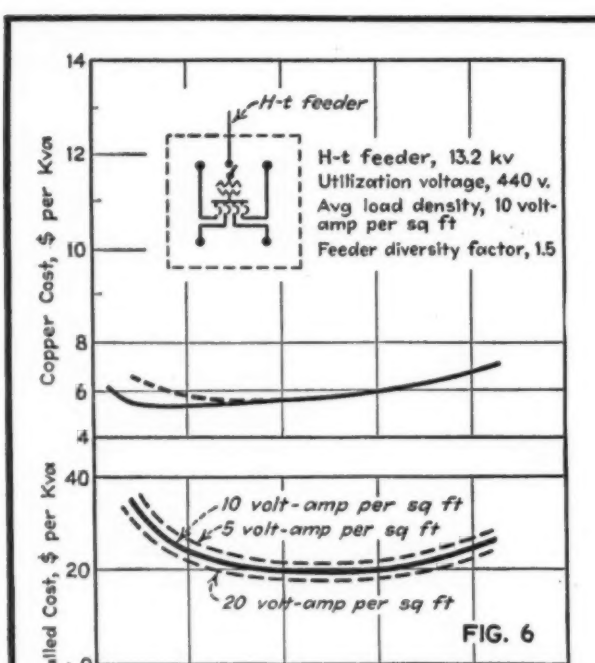
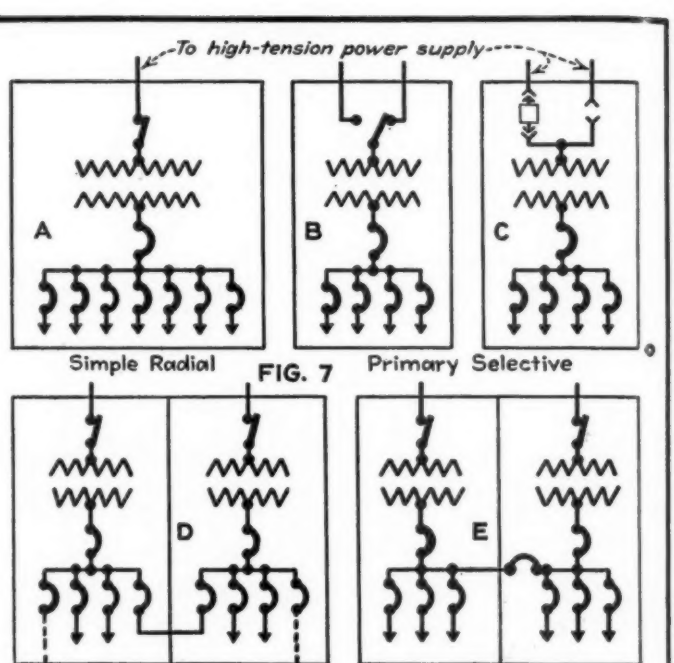

FIG. 6
FIG. 7
Based on 13.2-kv high-tension feeder, 480 v at the load center and 440 v at individual loads, Fig. 6, shows copper cost and total installation cost per kva for equipment to serve different capacity load centers. Costs include the load-center substation with its primary switching devices, transformer, low-tension switching equipment and feeders. The curves show that the most economical size of 480-v load center is between 500 and 1000 kva. Most eco-
**Fig. 6—Copper and installed costs for different-sized load-center units, based on 13.2-kv high-tension feeder, 480 v at the load center, 440 v at individual loads and 10 va per sq ft of load area. Fig. 7—Diagrammatic arrangements of the simple-radial primary-selective secondary-network and secondary-selective systems of power distribution**
*4. Select suitable distribution-system form:* This is a problem of providing adequate operating flexibility without accepting serious sacrifice in other characteristics, such as invested material, simplicity of operation, safety or installed cost. A brief resumé of the evolution of basic distribution systems helps clarify this problem. Fig. 7 shows the characteristic makeup of several load-center arrangements. Total plant load probably requires several load centers fed by a multiplicity of primary feeders. As a rule each primary feeder picks up several stations.
A simple radial system, Fig. 7*A*, is characterized by a single direct elec-
A primary selective system, Fig. 7*B* and *C*, may be considered as a direct development from the simple radial system. A transfer switch on the high-tension side of the transformer permits connecting to either of two primary feeders. A 2-position metal-clad structure in combination with either one or two removable circuit-breaker units is a common means of incorporating this function. To balance safety and first cost, the transfer switch often has only sufficient capacity to open safely the transformer magnetizing currents and occasionally has no circuit-interrupting rating, all switching being done by the main-power circuit breaker. The next step in extending distribution-system operating flexibility connects two or more sources of low-voltage power at their distribution bus. Both secondary network and secondary-selective arrangements do this, Fig. 7*D* and *E*.
In the secondary-selective system two load-center units are merged together as a single unit, Fig. 7*E*. A tie between the two low-voltage buses is normally open so that each system operates independent of the other. In emergencies, the tie switch can be closed and power supplied from one high-tension feeder to both low-voltage systems. This arrangement retains the desirable features of the simple radial system, yet it provides each low-voltage bus with two independent power sources.
Fig. 8 presents a comparison of copper weight per kva required for the distribution systems, Fig. 7*A* to 7*E*, as a function of unit size supplying different-sized loads. This shows that the amount of copper for the secondary-selective system is only about 9% more than that for the simple-radial or the primary-selective system. For a 750-kva load-center unit, secondary-selective-system copper is about 20% less than for the secondary network. Fig. 9 gives a comparison of relative installed costs of the different distribution systems using 750-kva load-center units. These figures are based on 13.2-kv primary feeders of 1000 ft total length; 10 va per sq ft load density; 440-v low-tension load; 1.5 low-tension feeder diversity factor; and no reserve transformer capacity. For these conditions the secondary-selective system costs only about 18% more than the simple-radial system.